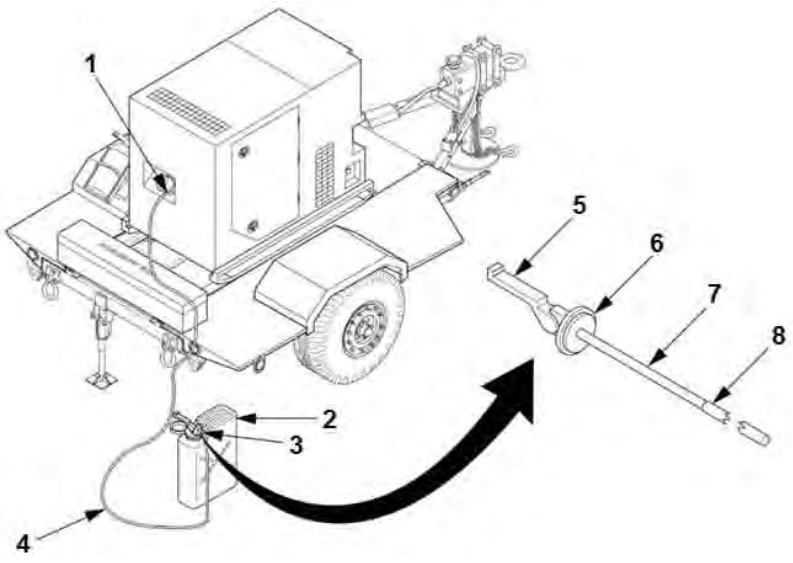

Figure 2. Auxiliary Fuel (Typical).
1. Place the external fuel source (Figure 2, Item 2) several feet, but no more than 25 feet, away from the generator set.